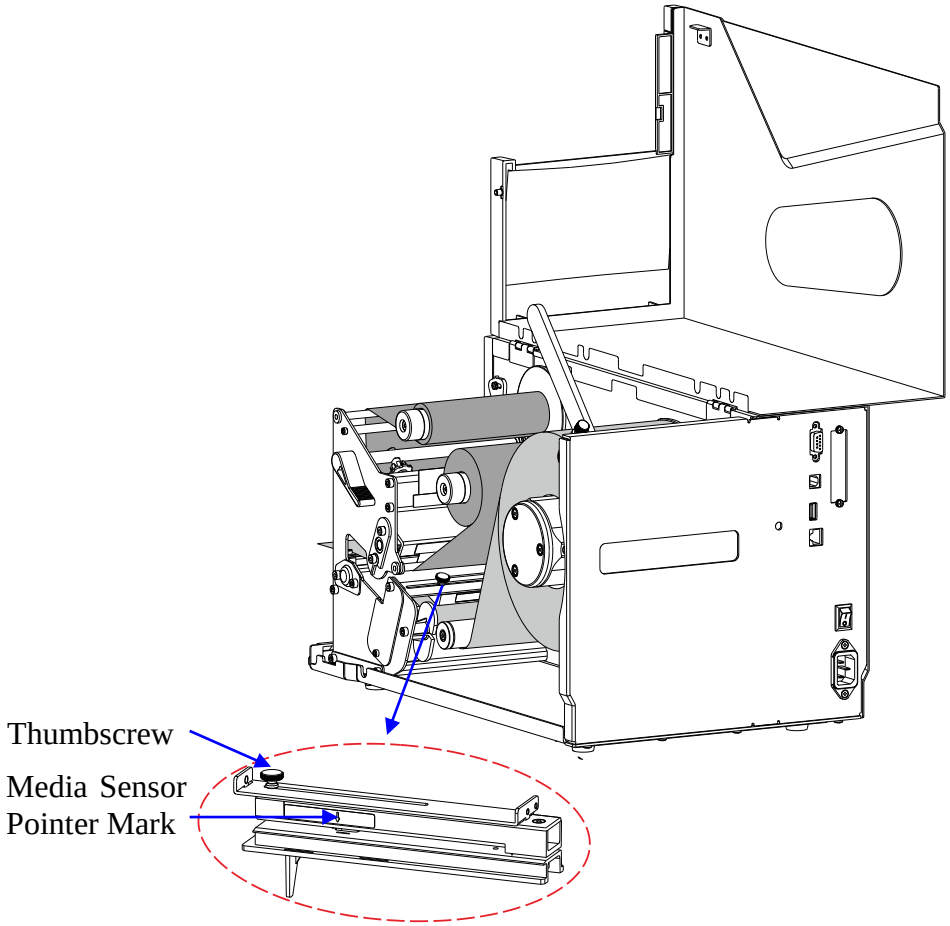

Figure 3-2 Adjust the Media Sensor Position
1. Turn the Lever counter clockwise to open the Printhead. Loosen the Thumbscrew and move the Media Sensor Assembly to the appropriate position, as shown in Figure 3-2. Adjust the Media Sensor to ensure that its position is directly over the gap, hole, notch or black mark.